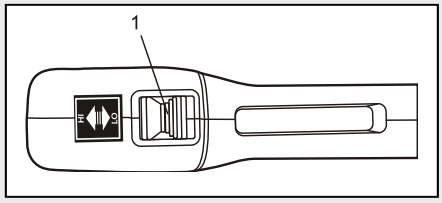

Fig. 2
1. To set the speed to "HI", slide the speed switch (1) forward (Fig 2).